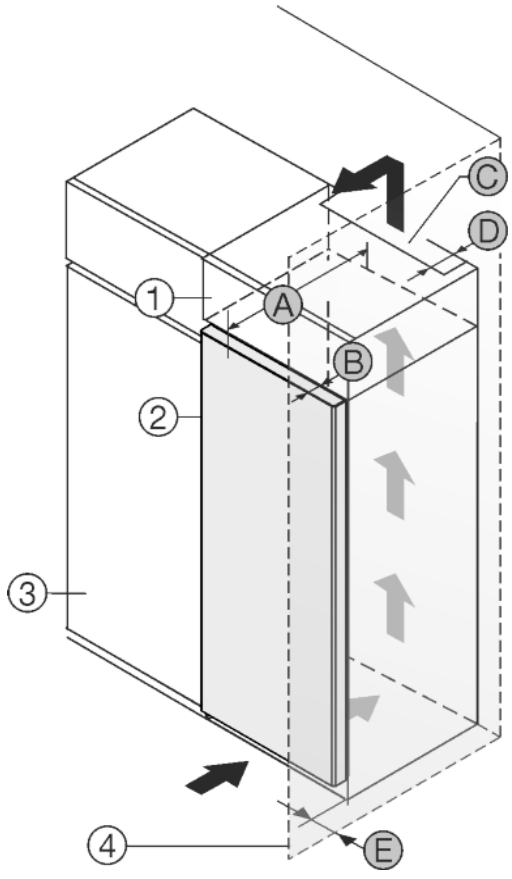

Fig. 28
Устройство может быть окружено кухонными шкафами. Чтобы уравнять устройство *Fig. 28 (2)* по высоте с кухонной стенкой, можно установить над устройством дополнительный шкафчик *Fig. 28 (1)*.
Установить устройство можно непосредственно рядом с кухонным шкафом *Fig. 28 (3)*. Чтобы можно было полностью открыть двери, устройство должно выступать на глубину *Fig. 28 (B)* относительно передней стенки кухонного шкафа. В зависимости от глубины кухонных шкафов и использования пристенных распорок устройство может выступать и больше.
- На задней стенке дополнительного шкафчика должен быть вентиляционный канал с глубиной *Fig. 28 (D)* по всей ширине этого шкафа.
- Нужно соблюдать вентиляционное отверстие *Fig. 28 (C)* под нижней панелью.
Если устройство установлено на шарнирах у стены *Fig. 28 (4)*, то нужно соблюдать расстояние *Fig. 28 (E)* между устройством и стеной.